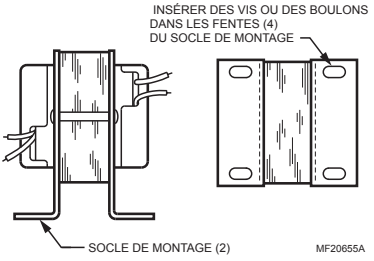

Fig. 2. Montage sur socle (modèle AT20C illustré).
b. Support en U horizontal. Installer le support sur les lamelles (voir la Fig. 2) et replier les pattes pour fixer le transformateur. Monter le thermostat en utilisant les trous de 5 mm (3/16 po) dans le socle de montage.
Insérer des vis ou des boulons dans les fentes du socle de montage pour fixer le transformateur sur la surface de montage. Voir la Fig. 2.